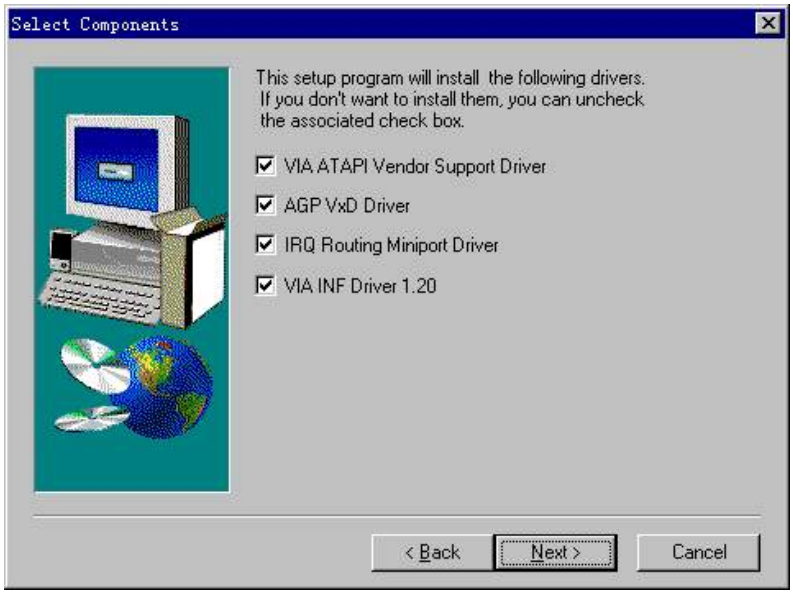

图 4-1-3
3、出现组件选择画图（全选），点击“ Next ”继续（如图 4-1-3）。